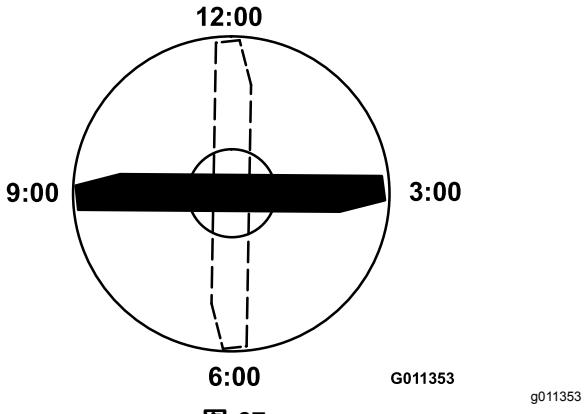

图 67
3. 将刀片带标记一端的刀刃放在 12 点钟位置剪草方向的正前方并测量从桌面到刀片刀刃的高度图 67。
4. 将刀片的标记端旋转至 3 点钟和 9 点钟位置并测量高度图 67。